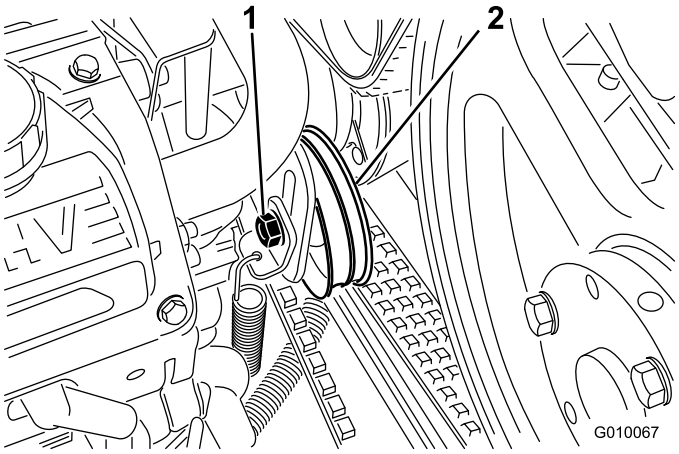

Figur 57
3. Løsne pumperemmens tomgangsskrue akkurat nok til å tillate bevegelse i justeringsslissen (Figur 57).